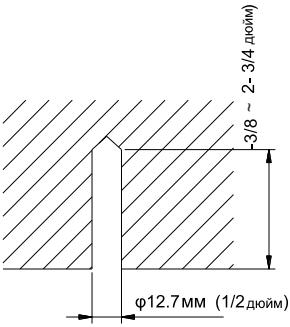

Рис. 4.5
(2). Установите анкера на потолке в месте, достаточно прочном для подвески блока. Отметьте расположение анкеров, ориентируясь на монтажный шаблон. С помощью дрели для бетонных конструкций просверлите отверстия диаметром 12,7 мм (1/2”). (См. Рис. 4.5)